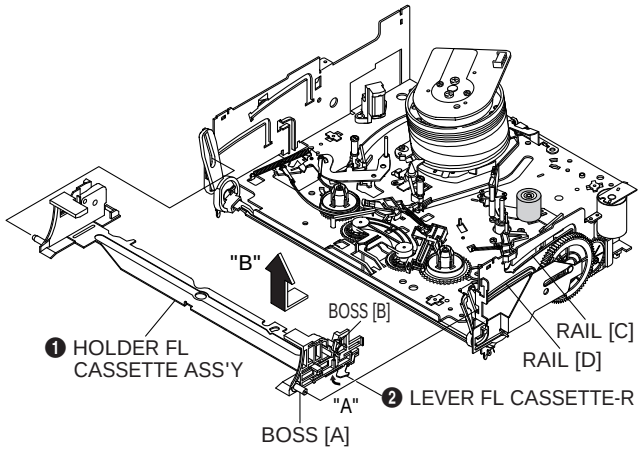

Fig. 1-6 Holder FL Cassette Ass'y Removal
2) Remove the Holder FL Cassette Ass'y. (Refer to Fig. 1-6)
3) Release the Hook ❶ in the direction of arrow "A", pull out the Lever FL Arm Ass'y ❹ from the Boss of Main Base.
4) Remove the Lever FL Arm Ass'y ❹ in the direction of arrow "B".